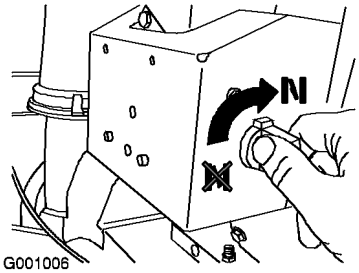

Figur 21
4. Drei choken til Av-stilling (Figur 21).